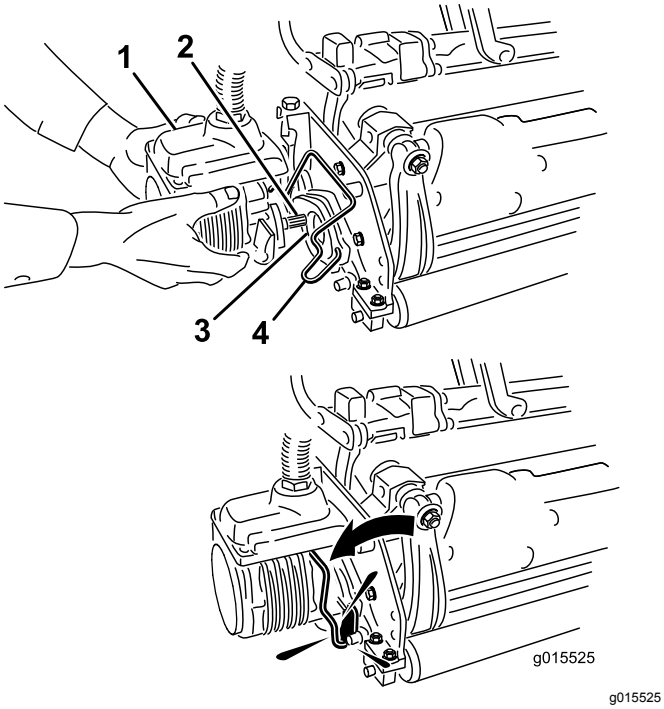

Figur 38
6. Dekk kileakselen i klippeenhetsmotoren med rent smørefett (Figur 38).
7. Sett motoren inn på klippeenhetens venstre side (fra brukerens synspunkt), og dra motorholdebøylen på klippeenheten mot motoren til du hører et "klikk" på begge sider av den (Figur 38).